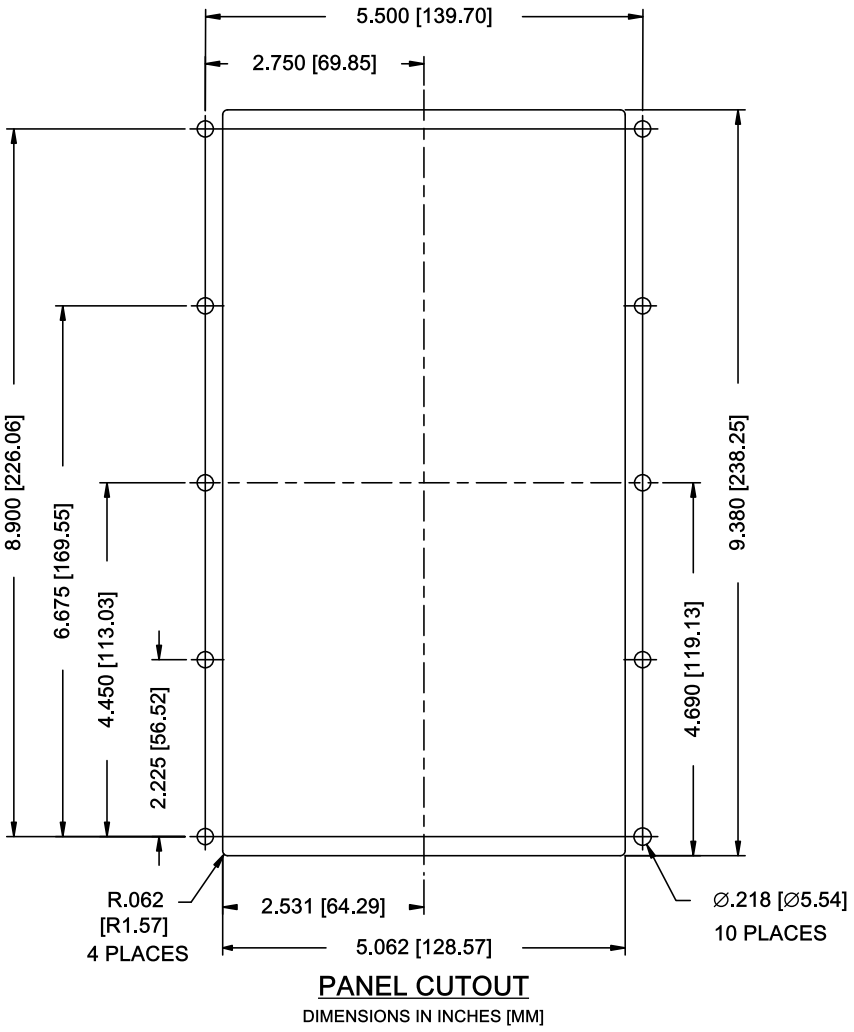

Figure 8, TC - Bezel-Mounted Cutout and Drill Dimensions
1. Cut a hole in the transformer cabinet to receive the TC bezel-mounted version. See Figure 8, TC Bezel-Mounted Cutout and Drill Dimensions, for dimensions.
2. Drill ten holes in the transformer cabinet to mount the TC bezel-mounted version. See Figure 8, TC Bezel-Mounted Cutout and Drill Dimensions, for dimensions.